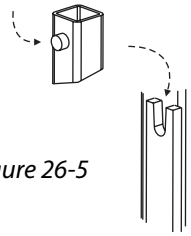

Figure 26-5
9. Attach platform by placing platform's upright pins into u-shaped bracket on tower. *[Figure 26-5]*